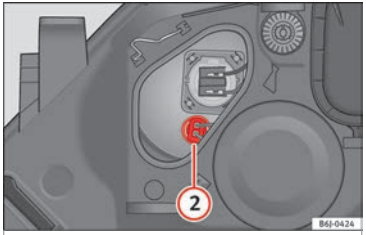

Fig. 181 Side lights.
– Remove connector ››› Fig. 181 ② by pulling outward. »